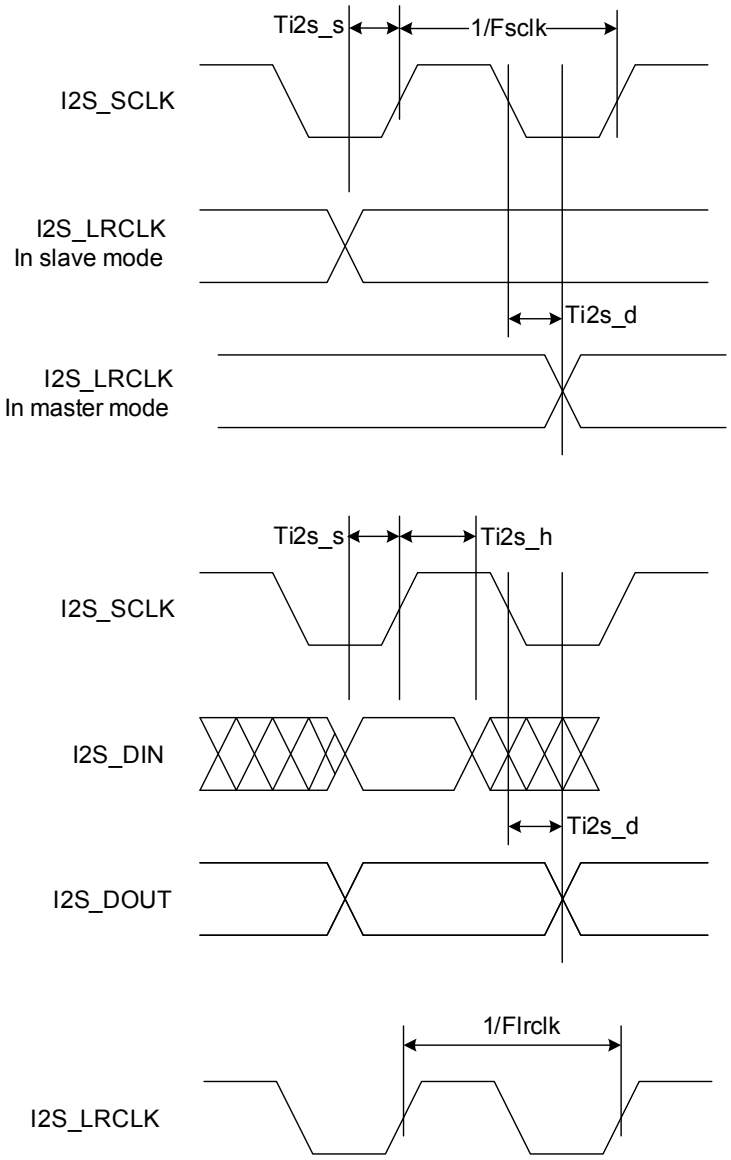

Figure 7. I²S Interface Timing
SPECIFICATIONS AND TIMING FOR THE I^2S PORT(5) See Figure 7.